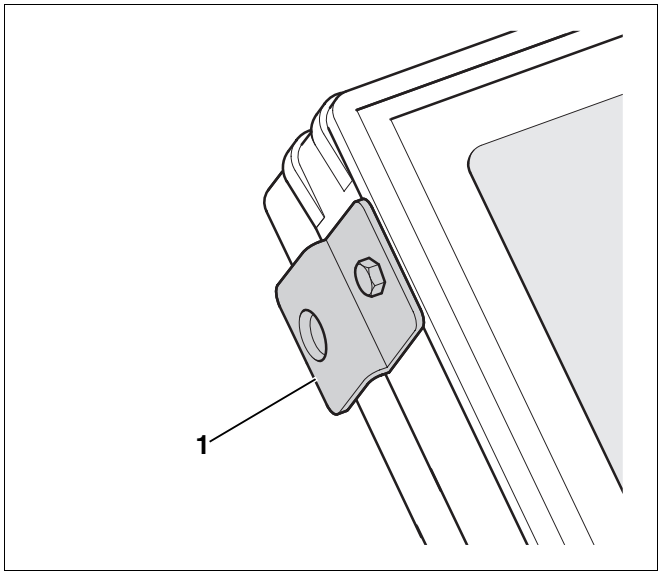

Afb. 41 Transportbeveiliging
- Laat de overige transportbeveiligingen (afb. 41, **pos. 1**) aan de linker collectorzijde nog op de collector zitten!